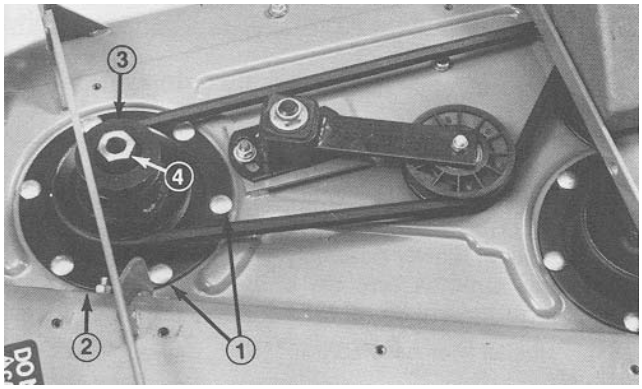

Figure 4
3. Remove belt from right spindle pulley (Fig. 4).
4. Remove six carriage bolts and flange nuts securing spindle housing assembly and support ring to cutting unit (Fig. 4). Slide spindle housing assembly out bottom of cutting unit.